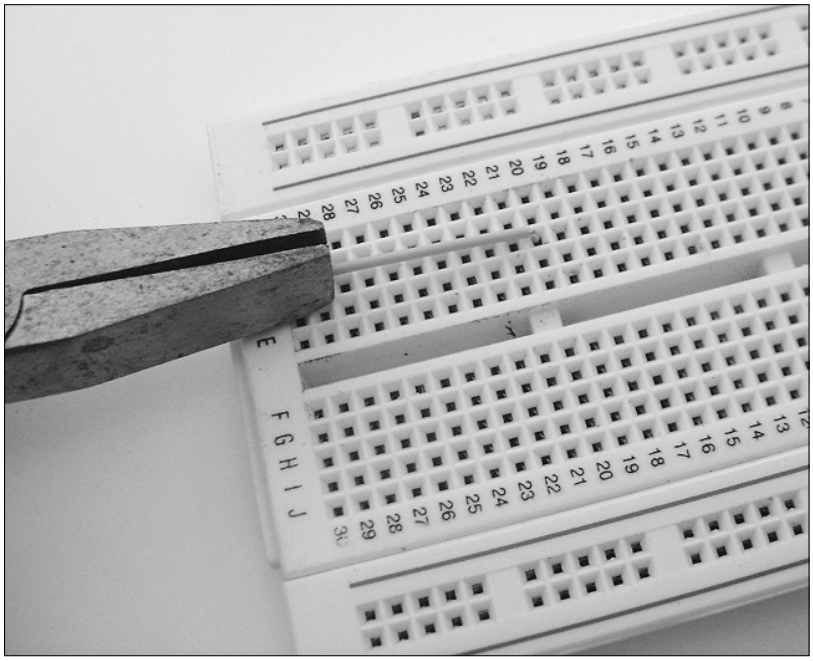

Figure 11-4: You strip and bend the ends of breadboard wire to insert them into the board.
3. **After stripping the insulation, use a pair of needle-nosed pliers to bend the exposed ends of the wire at a 90-degree angle, as you can see in Figure 11-4.**